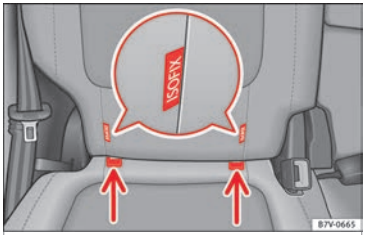

Fig. 38 Version 2: identification of the anchor points for the child seat on the vehicle seat
- Press the child seat onto the retaining rings ››› **Fig. 38** in the direction of the arrow. The child seat must be safely engaged and click audibly into place.
- Place the child seat on the seat cushion and attach the retaining strap hooks to the retaining rings ››› Fig. 38.